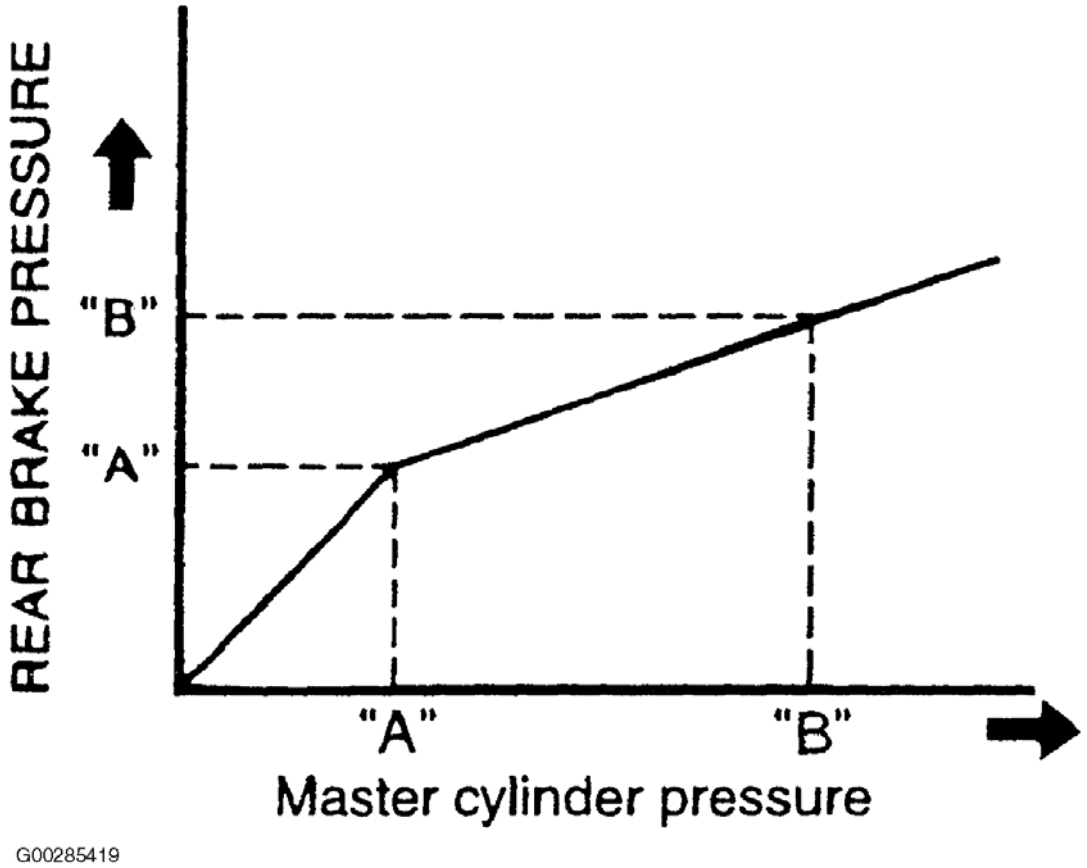

Fig. 5: Prueba de la válvula dosificadora
2. Presione el pedal del freno hasta que la presión del freno delantero es igual a la especificación de presión de frenado "A". Observar y registrar freno trasero indicación de presión "A". Ver **ESPECIFICACIONES DE VÁLVULA de control de presión** mesa. Ver **Fig. 5** .